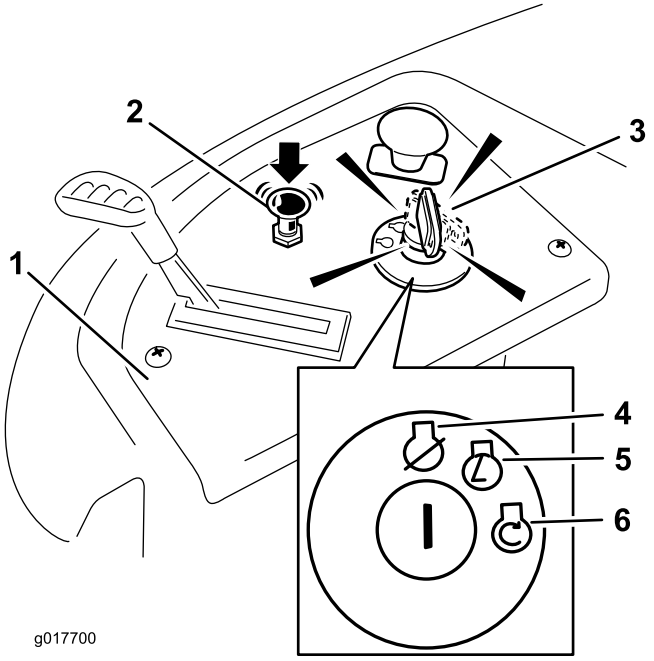

Figure 14
5. Turn the ignition key to Start to energize the starter. When the engine starts, release the key (Figure 14).
6. After the engine starts, push down on the Choke control (Figure 14). If the engine stalls or hesitates, pull up on the Choke control and let the engine run for a few seconds. Then push down on the Choke control. Repeat this as required.
3. Turn the ignition key to Off (Figure 14) and remove the key.